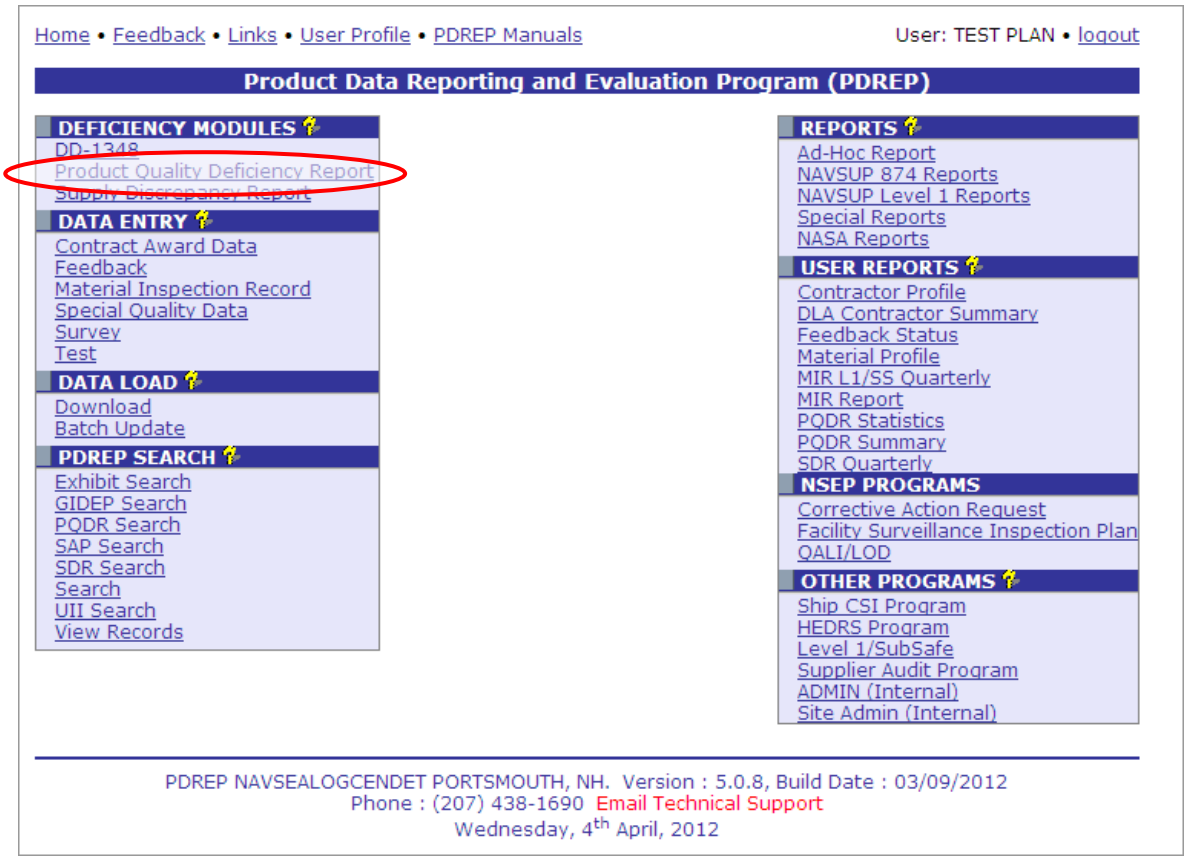

Figure 3.1
a. After logging in to PDREP, click “Product Quality Deficiency Report” (PQDR) under “Deficiency Modules” toward the upper left portion of the screen as shown in Figure 3.1.